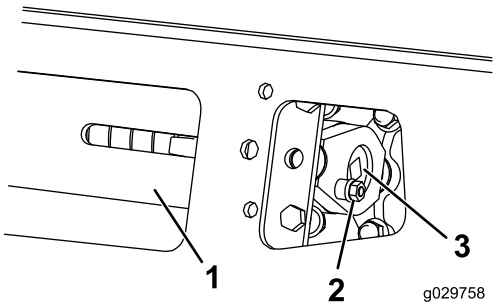
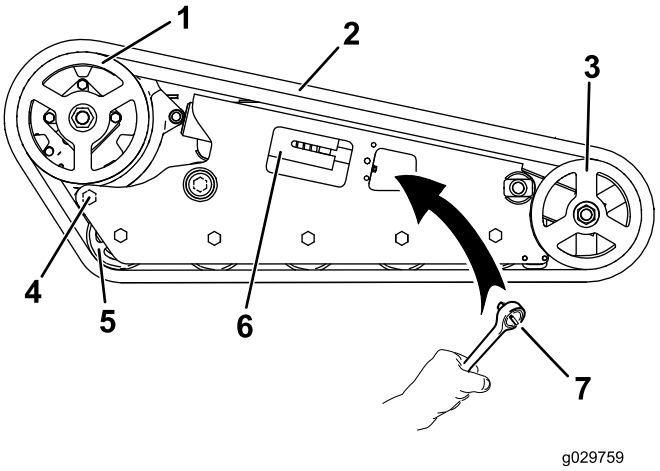

**Rysunek 55**
**Rysunek 56**
3. Odkręć śrubę zabezpieczającą i nakrętkę (Rysunek 55).
5. Ustaw najbliższe nacięcie na śrubie napinającej równo z otworem śruby zabezpieczającej i unieruchom śrubę za pomocą śruby zabezpieczającej i nakrętki (Rysunek 55).
3. Za pomocą klucza nasadowego 1/2 cala uwolnij napięcie gąsienicy, obracając śrubę napinającą w prawo (Rysunek 55 oraz Rysunek 56).
4. Poluzuj tylną śrubę w pobliżu koła napędzającego (Rysunek 56).
6. Po zdjęciu gąsienicy z przedniego koła zdejmij ją z koła napędowego oraz kół jezdnych (Rysunek 56).
7. Rozpoczynając od koła napędowego, nawiń wokół niego nową gąsienicę, upewniając się, że zęby gąsienicy wpasowały się między przekładki koła napędowego (Rysunek 56).
8. Wepchnij gąsienicę pod oraz pomiędzy koła jezdne (Rysunek 56).